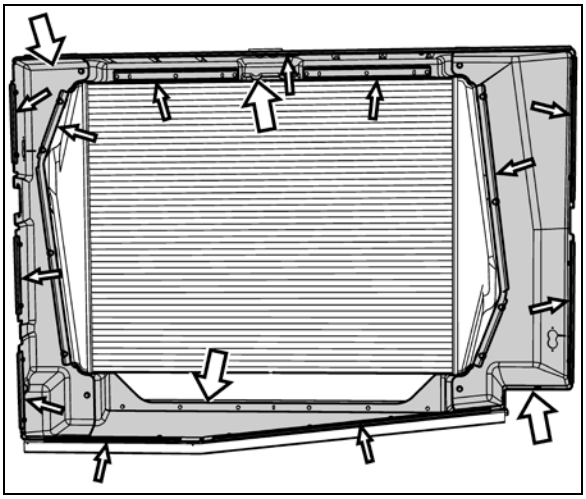

**FIGURE 24: RADIATOR SEALING FRAME**
9. Remove radiator sealing frame (Figure 24).